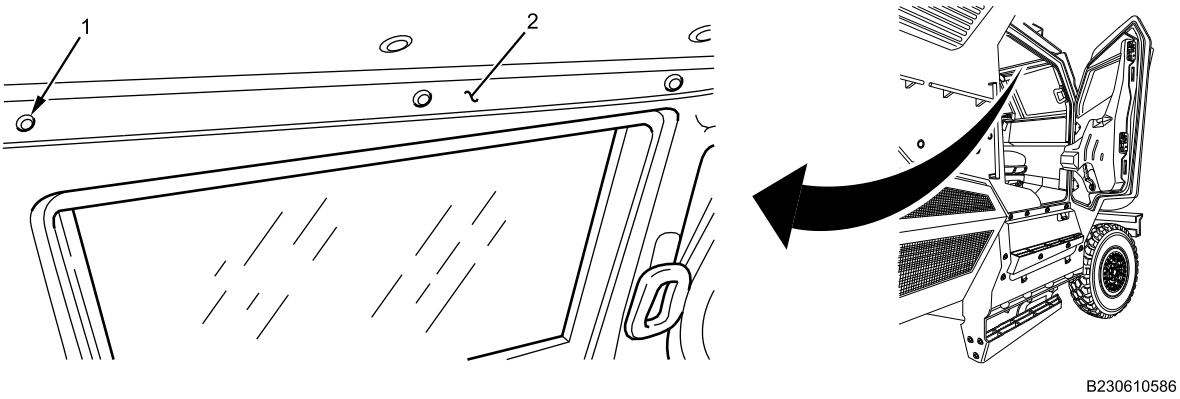

Figure 1. Right Front Windshield Molding.
1. Remove three fasteners (Figure 1, Item 1) from windshield molding (Figure 1, Item 2). Remove molding and discard fasteners (Figure 1, Item 1).